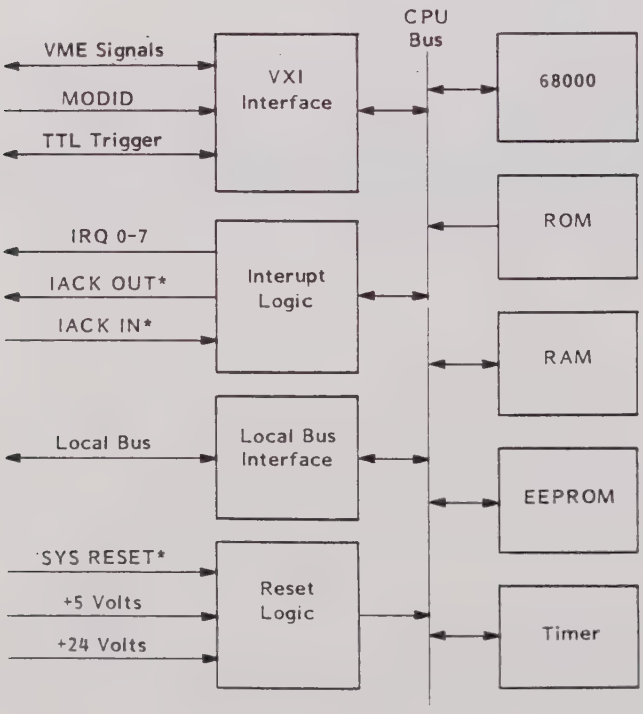

Figure 4-2, 1260 Microprocessor Block Diagram
4.3.2.1 The microprocessor block accepts commands from the VXIbus, interprets the commands and sends the required data to the appropriate relay card via the Lbus interface. A simplified block diagram is given in Figure 4-2. The microprocessor is a Motorola MC68000 operating at 8 MHz. This block also contains ROM, RAM, EEPROM, address decoding, interrupt logic, a counter/timer and general purpose input and output ports.